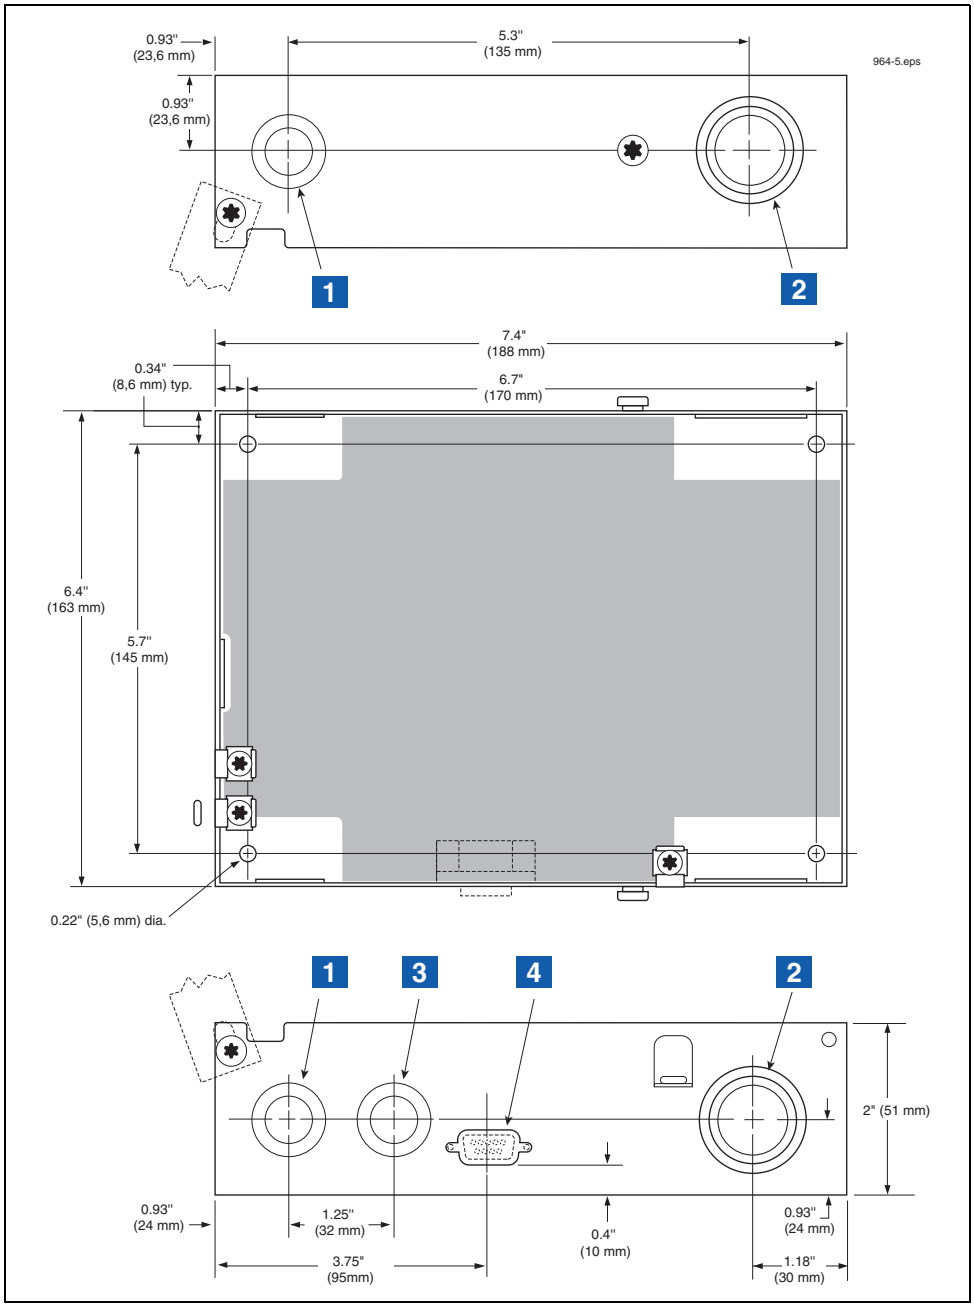

**Figure 2. TLS RF Dimensions And Designated Conduit Knockouts**
Dimensions of the TLS RF are shown in Figure 2.
| LEGEND FOR NUMBERED BOXES IN Figure 2 | |
Install the unit's fastening devices to the mounting surface using the hole pattern (6.7" x 5.7") shown in Figure 2. Mounting screws up to 3/16" diameter may be used.
Install metal conduit (1/2-inch I.P.S.) between the upper power side knockout on the unit and the power panel. Figure 2 shows the two designated knockouts (one each on top and bottom) through which power wiring can safely enter the unit.
**Attach conduit from the power panel to the unit's power wiring knockouts only (1 on top and 1 on bottom, ref. Figure 2)**
| 4. POWER WIRING NOTES:• Barrier ground must be #12 AWG or larger diameter.• Check to be sure that the electrical resistance between the unit ground lug and a known good earth ground is less than 1 ohm.• Connect the power supply wires in the power panel to a separate dedicated circuit.• Electrical rating power input - 120 Vac or 240 Vac, 50/60 Hz, 2 A max.• See Figure 2 for actual locations of power conduit knockouts into the unit. Power wiring must enter only in one of these knockouts. | |